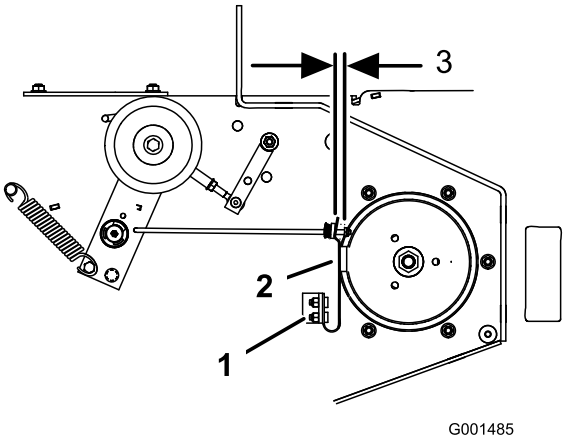

Figura 58
3. Se for necessário, ajuste os parafusos de montagem da mola para que a pastilha do travão da lâmina toque em ambos os lados da ranhura da polia (Figura 58).
4. Ajuste a porca na extremidade da barra do travão da lâmina até haver 3-5 mm entre a porca e o espaçador (Figura 58).